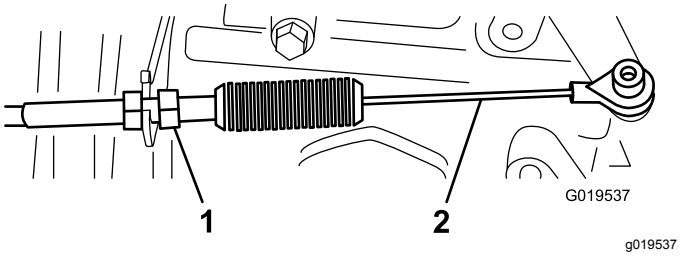
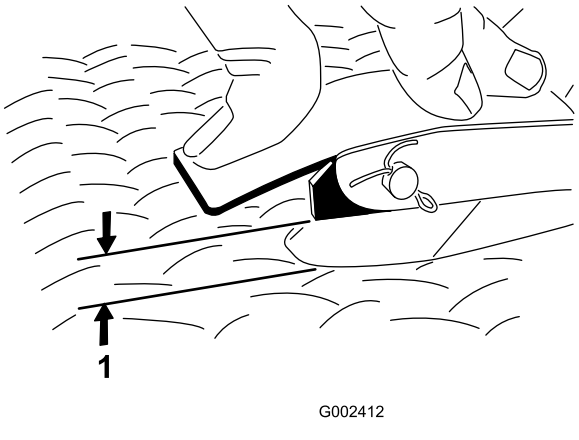

**Figur 66**
**Figur 67**
2. Juster kugleleddet på gaspedalkablet (Figur 66), så der er en afstand på 2,54-6,35 mm mellem gaspedalen og toppen af gulvpladens diamantmønster (Figur 67), når du påfører en kraft på 11,3 kg midt på pedalen.
3. Tilspænd låsemøtrikken (Figur 66).